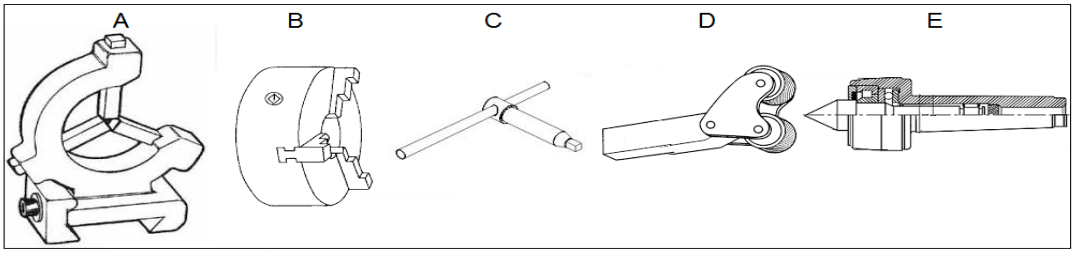

FIGURE 3 (5)
3.2 Name each component used on a centre lathe as shown in FIGURE 3 by writing the answer next to the letter (A–E) in the ANSWER BOOK.